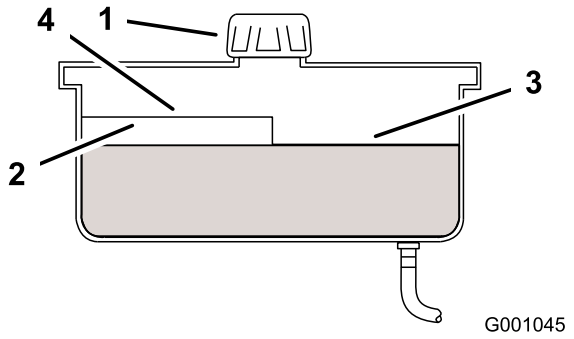

Figuur 78
2. Reinig de omgeving van de vulbuis en de dop van de hydraulische tank (Figuur 78).
3. Verwijder de dop van de vulbuis. Kijk in de vulbuis om te controleren of er nog vloeistof in het reservoir is (Figuur 78).
Opmerking: Het vloeistofpeil moet aan de bovenkant van de Warm-markering op de keerplaat staan als de vloeistof warm is (Figuur 78).